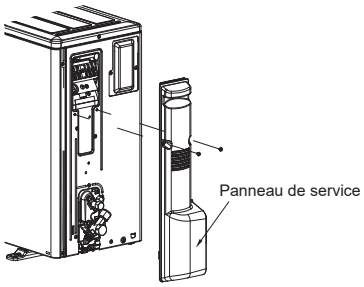

Fig. 4-3
4.3. Mise en place des tuyaux de réfrigérant (Fig. 4-3)